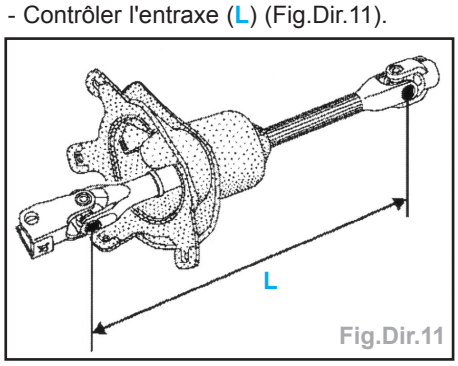

Fig.Dir.11
- Contrôler l'entraxe (**L**) (Fig.Dir.11).